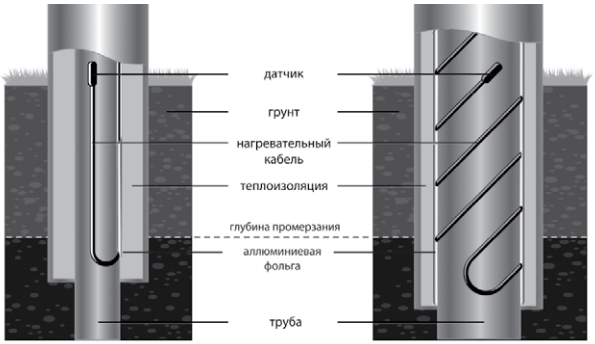

рисунок 1
1. В случае трубопроводов малого диаметра, нагревательный кабель прокладывается вдоль трубопровода с двух сторон (рисунок 1).
2. На трубопроводы большого диаметра нагревательный кабель навивают по спирали. Вначале располагают концевую муфту с термостатом, а затем навивают кабель (рисунок 1).